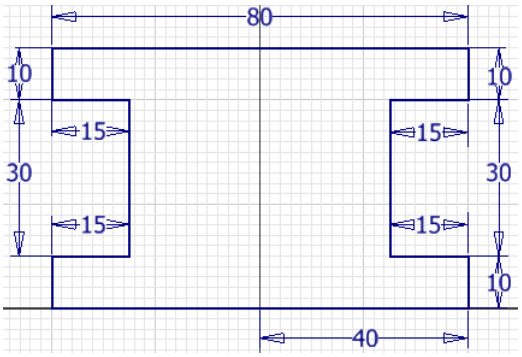

Figure 2-100(f) *Dimensioning the sketch*
9. Draw a rectangle using the **Two-Point Rectangle** tool, as shown in Figure 2-100(g).